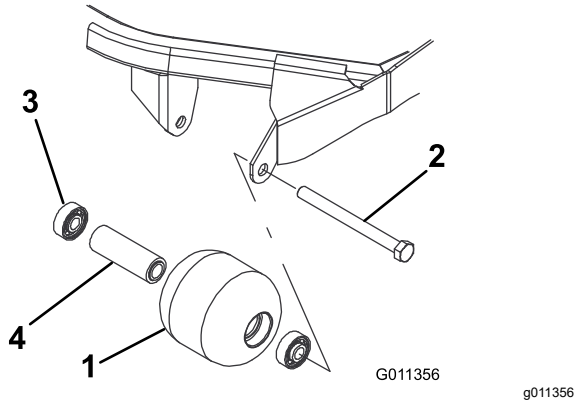

Figuur 126
1. Verwijder de montagebout van de rol (Figuur 126).
4. Controleer de rolbehuizing, de lagers en het afstandsstuk van het lager op schade (Figuur 126). Vervang beschadigde onderdelen en zet de constructie weer in elkaar.
1. Druk het eerste lager in de rolbehuizing (Figuur 126). Druk alleen op het buitenste loopvlak of druk evenwijdig op het binnen- en buitenloopvlak.
2. Plaats het afstandsstuk (Figuur 126).
3. Druk het tweede lager in de rolbehuizing (Figuur 126). Druk evenwijdig op het binnen- en buitenloopvlak totdat het binnenloopvlak het afstandsstuk raakt.